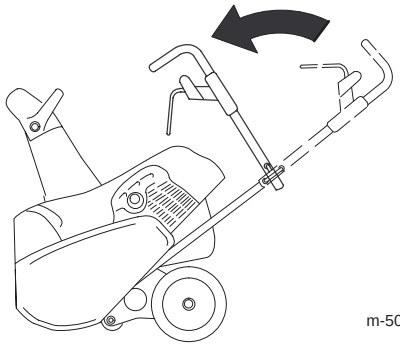

Figur 22
2. Placera det övre handtaget enligt figur 22.